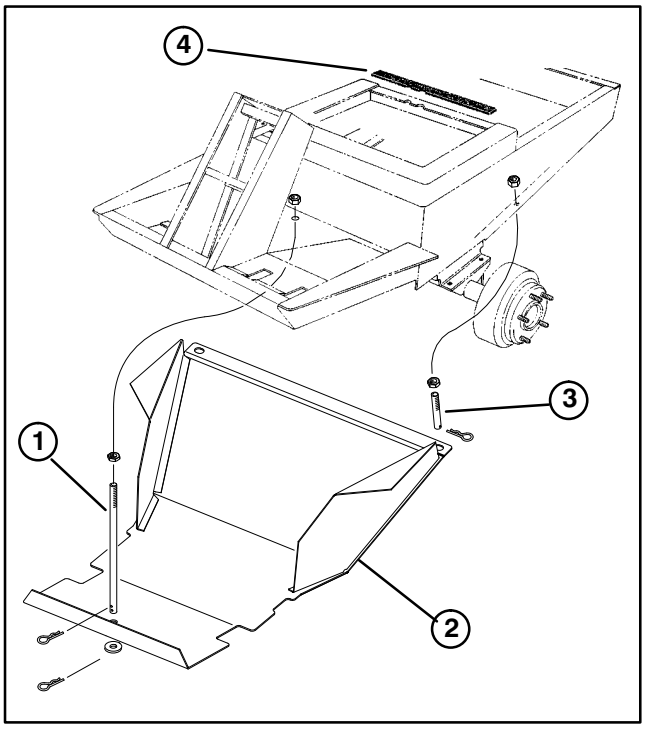

**Figure 1**
**8.** Using holes previously drilled, secure a mounting pin to each frame channel with a hex nut as shown in figure 1. Adjust jam nuts so shield fits snugly against frame channels.